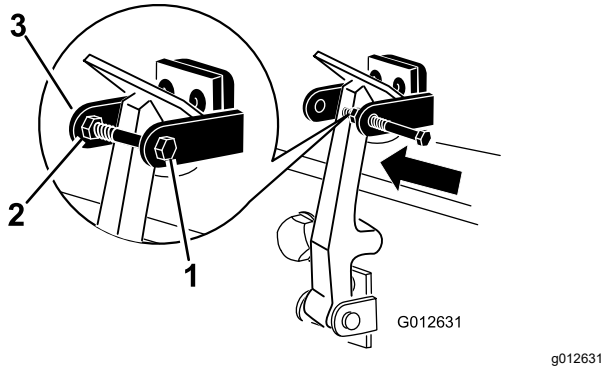

Figur 15
7. Skru bolten ind i den anden arm på hjelmlåsebeslaget for at låse låsen på plads (Figur 15).